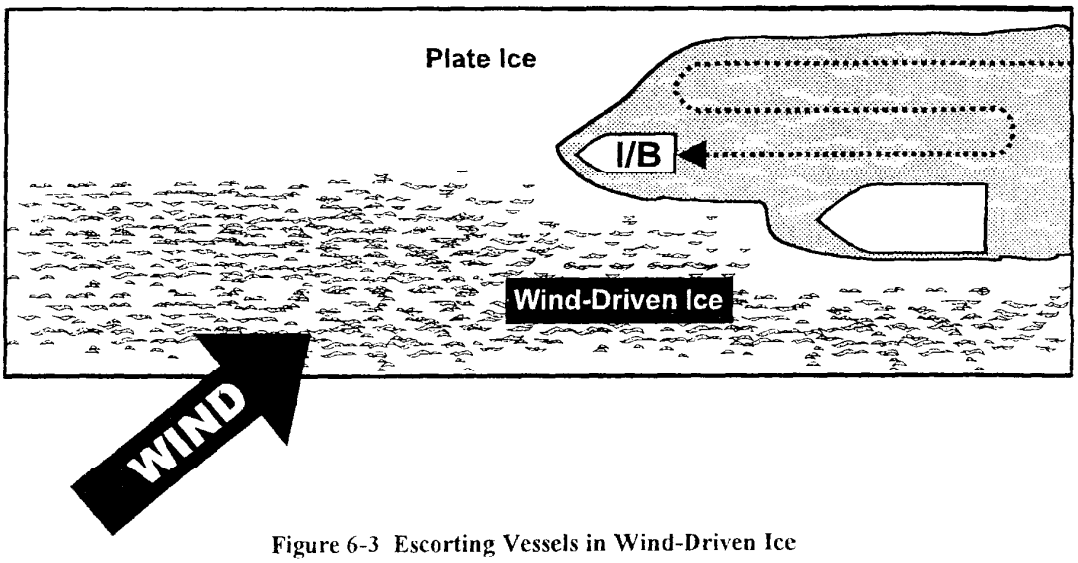

Figure 6-3 Escorting Vessels in Wind-Driven Ice
5. Vessels with Large Sail Area. When there are high winds, light tows and bulk carriers have difficulty maneuvering in the ice because of their large sail area. Also their lack of ballast often results in the screw and rudder being partially out of the water, further reducing usable horsepower and limiting maneuverability. Vessels being assisted in the ice should be asked to ballast down to as near a normal trim as possible. This will increase their efficiency in the ice. The added ballast will also help them to transit short stretches of ice of varying thicknesses. When escorting a vessel through wind-driven ice you may have to make several parallel tracks leeward of the main ice sheet. The ice from the windward track, which should blow faster than the main ice sheet, has somewhere to go. This will relieve the pressure for the escorted vessel (See **Figure 6-3**.)